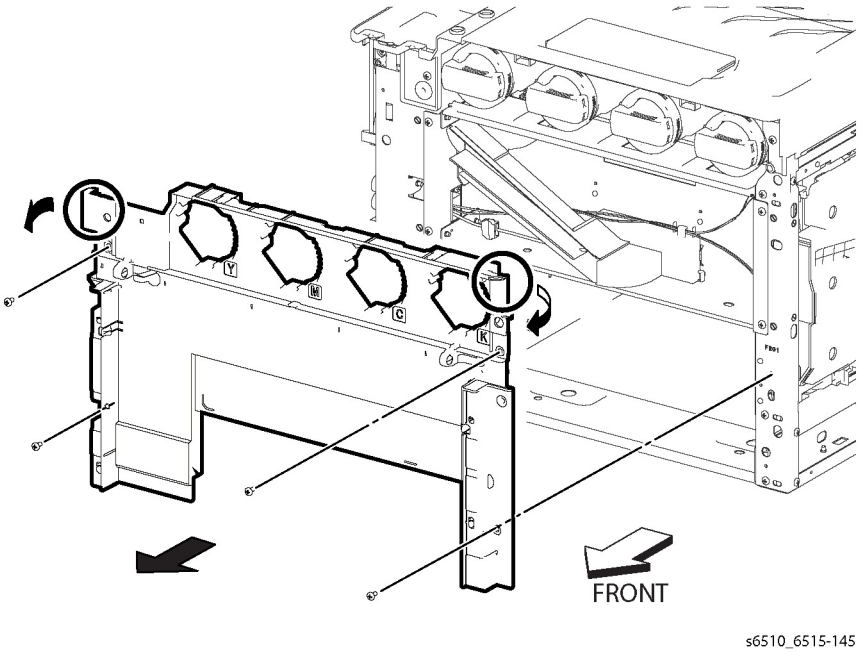

Figure 1 Remove the Front Inner Cover (SFP)
4. Refer to Figure 1 to remove the four screws (silver, M3x6mm) attaching the Front Inner Cover.